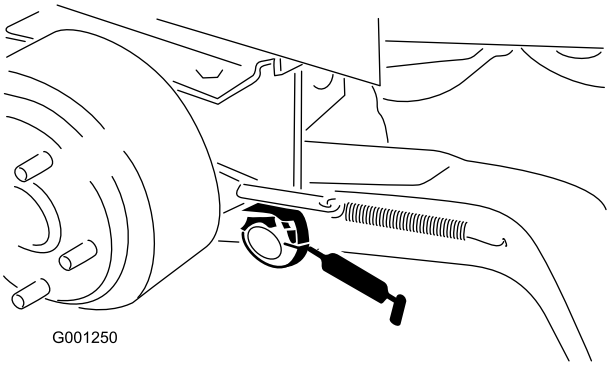

Figur 40
- Lyftarmens svängbussningar (Figur 40)